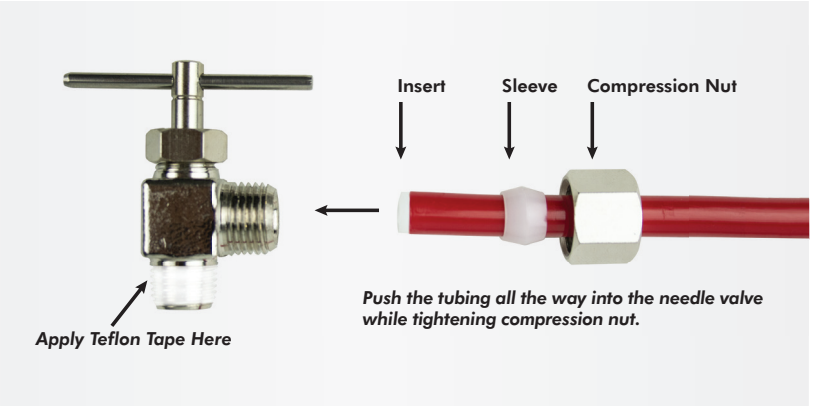

Fig. 5C
- Please first slide the metal compression nut, then the plastic sleeve, and push the plastic insert all the way into the red tubing **(See Fig. 5C)**.
Fitting type: See **Fig. 5C (Page 8)**. Metal compression nut fitting. Use **plastic sleeve**. Add **"insert"** to tubing. No teflon tape here. Tighten nut with wrench.